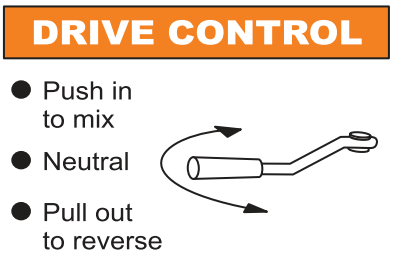

Figure 18. Paddle Shaft Rotation Lever
1. On the hydraulic valve, ***push*** the drive control lever (Figure 18) inward for ***clockwise*** mixing rotation of blades. For ***counterclockwise*** rotation, ***pull*** the drive control lever outward.